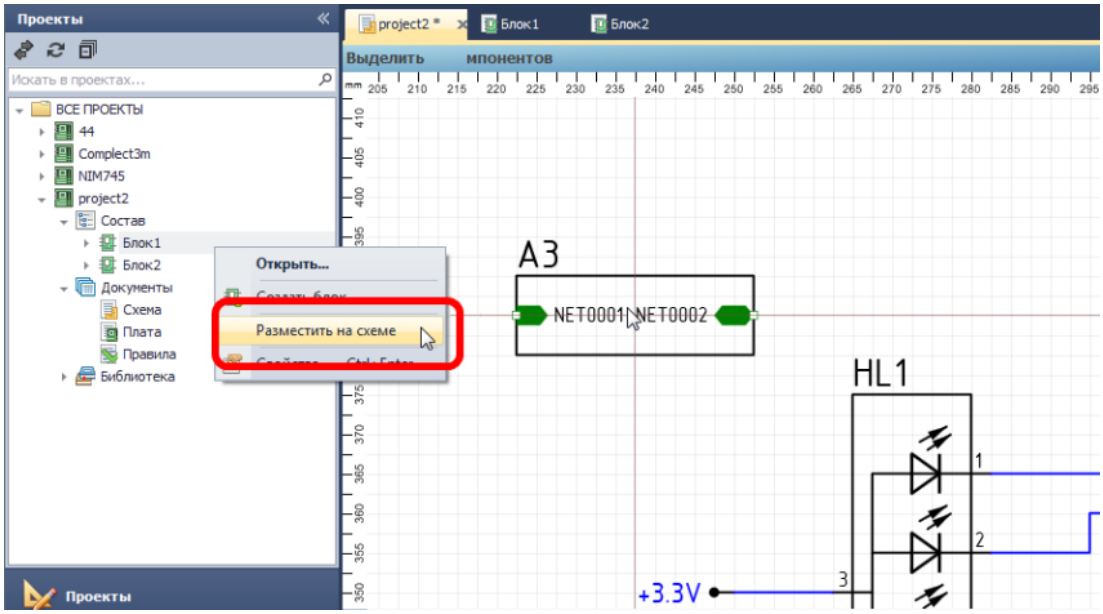

Рис. 590. Размещение блока на схеме
3. Переместить курсор на схему (см. Рис. 590) и размесить блок по аналогии с размещением радиодетали (подробнее см. раздел 7.3.1).